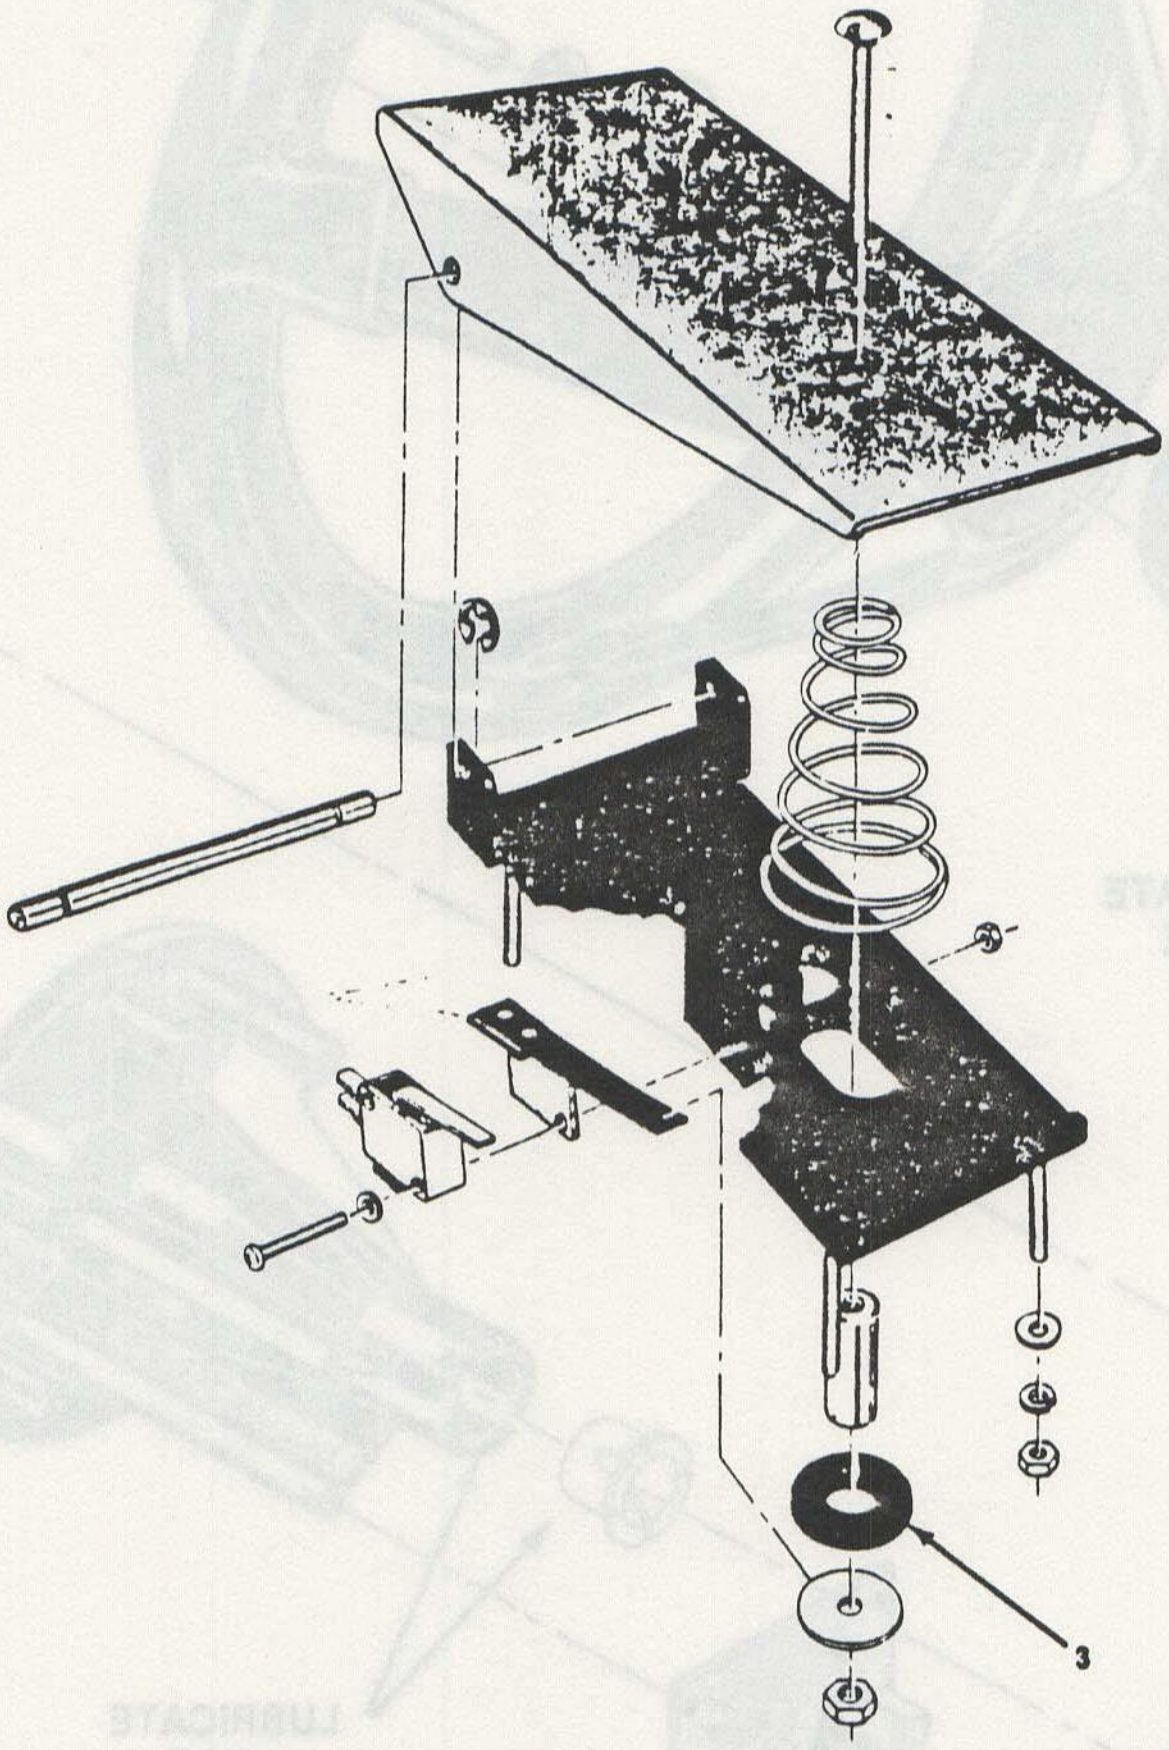

Fig. 15 New Foot Pedal Control
Figure 15 shows the newest gas pedal assembly (introduced in early 1980). Notice that the microswitch activator has been changed to a spring, to prevent flexing sideways. This keeps the activator from slipping off the washer (3).